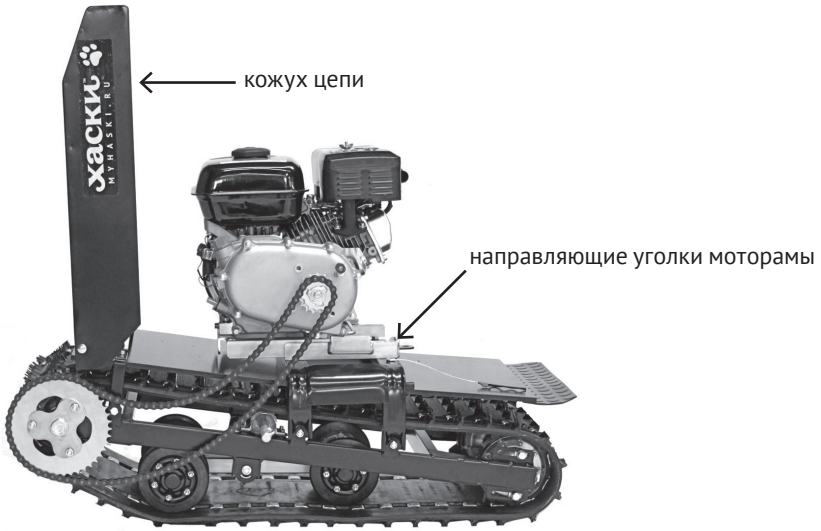

Рис. 2
1. Установите двигатель между направляющими уголками на моторамe (*рис. 2)*;